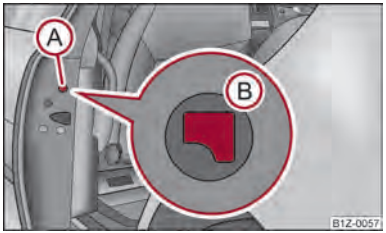

Fig. 14 Rear door: Emergency locking of the door
– Remove the panel Ⓐ ⇒ fig. 14.